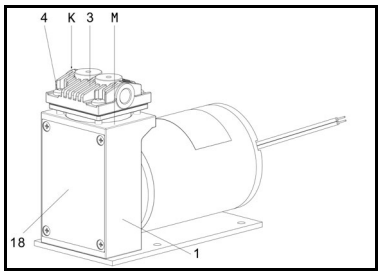
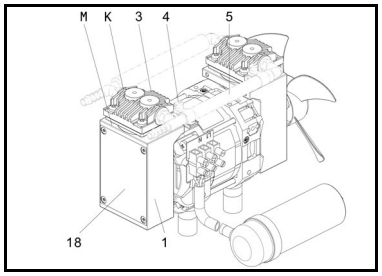
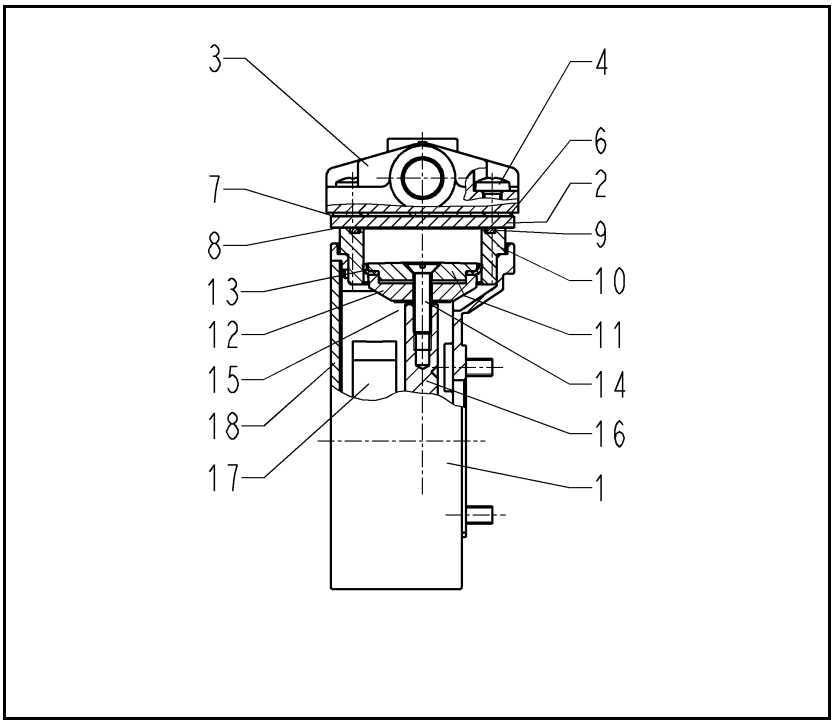
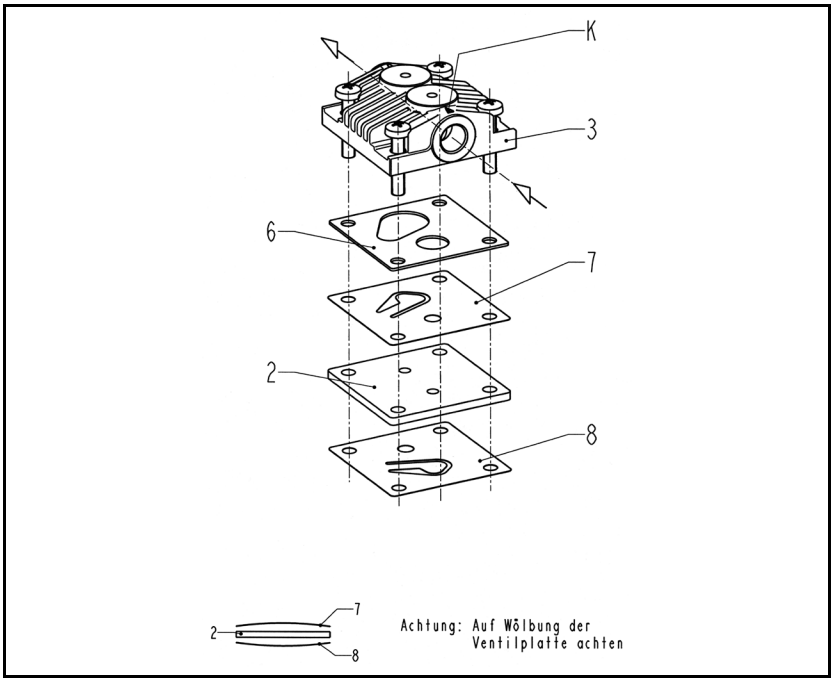

Abb. 8: Pumpenteil (einköpfige Typen)
Abb. 9: Pumpenteil (zweiköpfige Pumpen)
Abb. 10: Pumpenteil (alle Typen)
Abb. 11: Pumpenkopf (alle Typen)
Die Positionsnummern innerhalb der folgenden Arbeitsanweisung beziehen sich auf die Abb. 8 bis Abb. 11.
2. Markieren Sie Rippendeckel (**3**), Zwischenplatte (**2**) und Gehäuse (**1**) durch einen durchlaufenden Filzstiftstrich (siehe **M** in Abb. 8 bzw. Abb. 9) Damit lässt sich ausschließen, dass die Teile beim späteren Zusammenbau falsch montiert werden.
Legen Sie Rippendeckel (**3**), Dichtung (**6**), Ventilplatte (**7**), Zwischenplatte (**2**) und Ventilplatte (**8**) in dieser Reihenfolge aufeinander. Abb. 11 zeigt die Ausrichtung der Teile, insbesondere der Ventilplatten, bezogen auf das Kompressionszeichen des Rippendeckels.
6. Setzen Sie die "Kopfbaugruppe" auf das Gehäuse (**1**) auf - zur Ausrichtung siehe Abb. 8 (einköpfige Ausführungen) und Abb. 9 (zweiköpfige Ausführungen): Bezugspunkt ist das Kompressionszeichen (in den Abbildungen mit **K** markiert) bzw. der Filzstiftstrich (**M**).
- Prüfen Sie die Position und Ausrichtung von Dichtung (**6**), Ventilplatte (**7**), Zwischenplatte (**2**) und Ventilplatte (**8**) (siehe dazu Abb. 10 und Abb. 11).